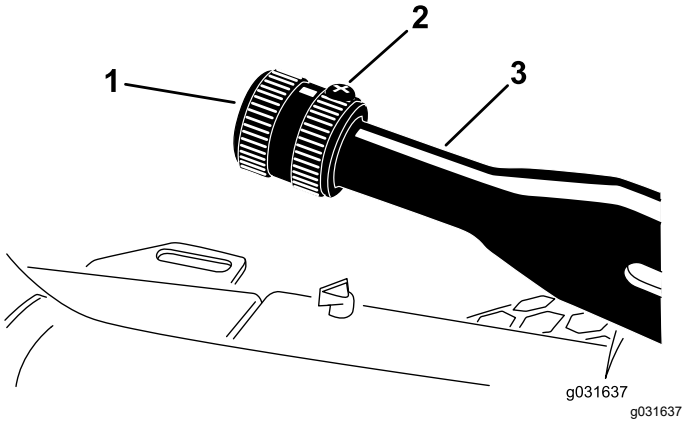

Figura 60
1. Allentate la vite a pressione che fissa la manopola alla leva del freno di stazionamento (Figura 60).